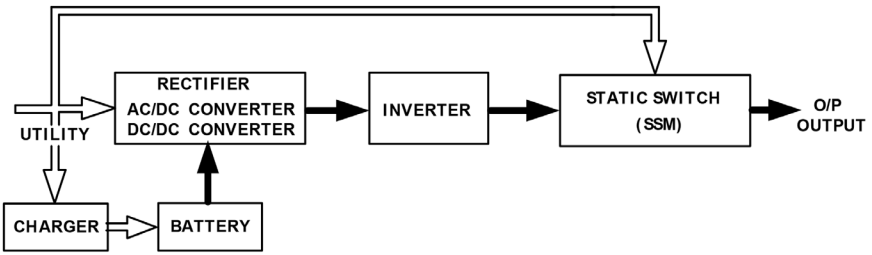

*Figura 5.3*
3. In caso di avaria, l'UPS funziona come illustrato nella figura 5.3. Quando le batterie sono scariche, l'avvisatore acustico emette un bip continuo fino a quando non sono completamente scariche. La protezione batteria scarica dell'UPS permette di spegnere l'alimentazione ad un determinato livello per evitare la scarica completa delle batterie.